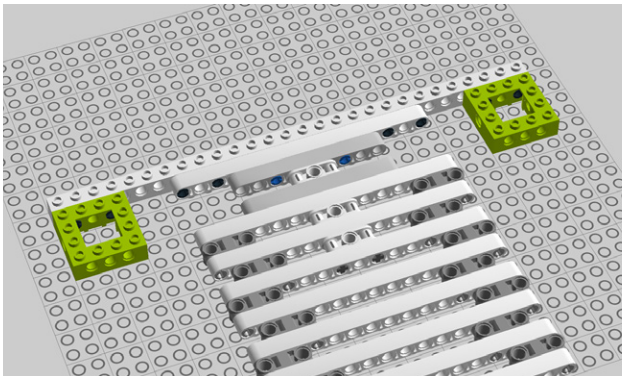

Figure 8-18. *Step 13: Connecting two 4x4 Technic bricks*
13. Add two 4x4 Technic bricks to the pegs (Figure 8-18).